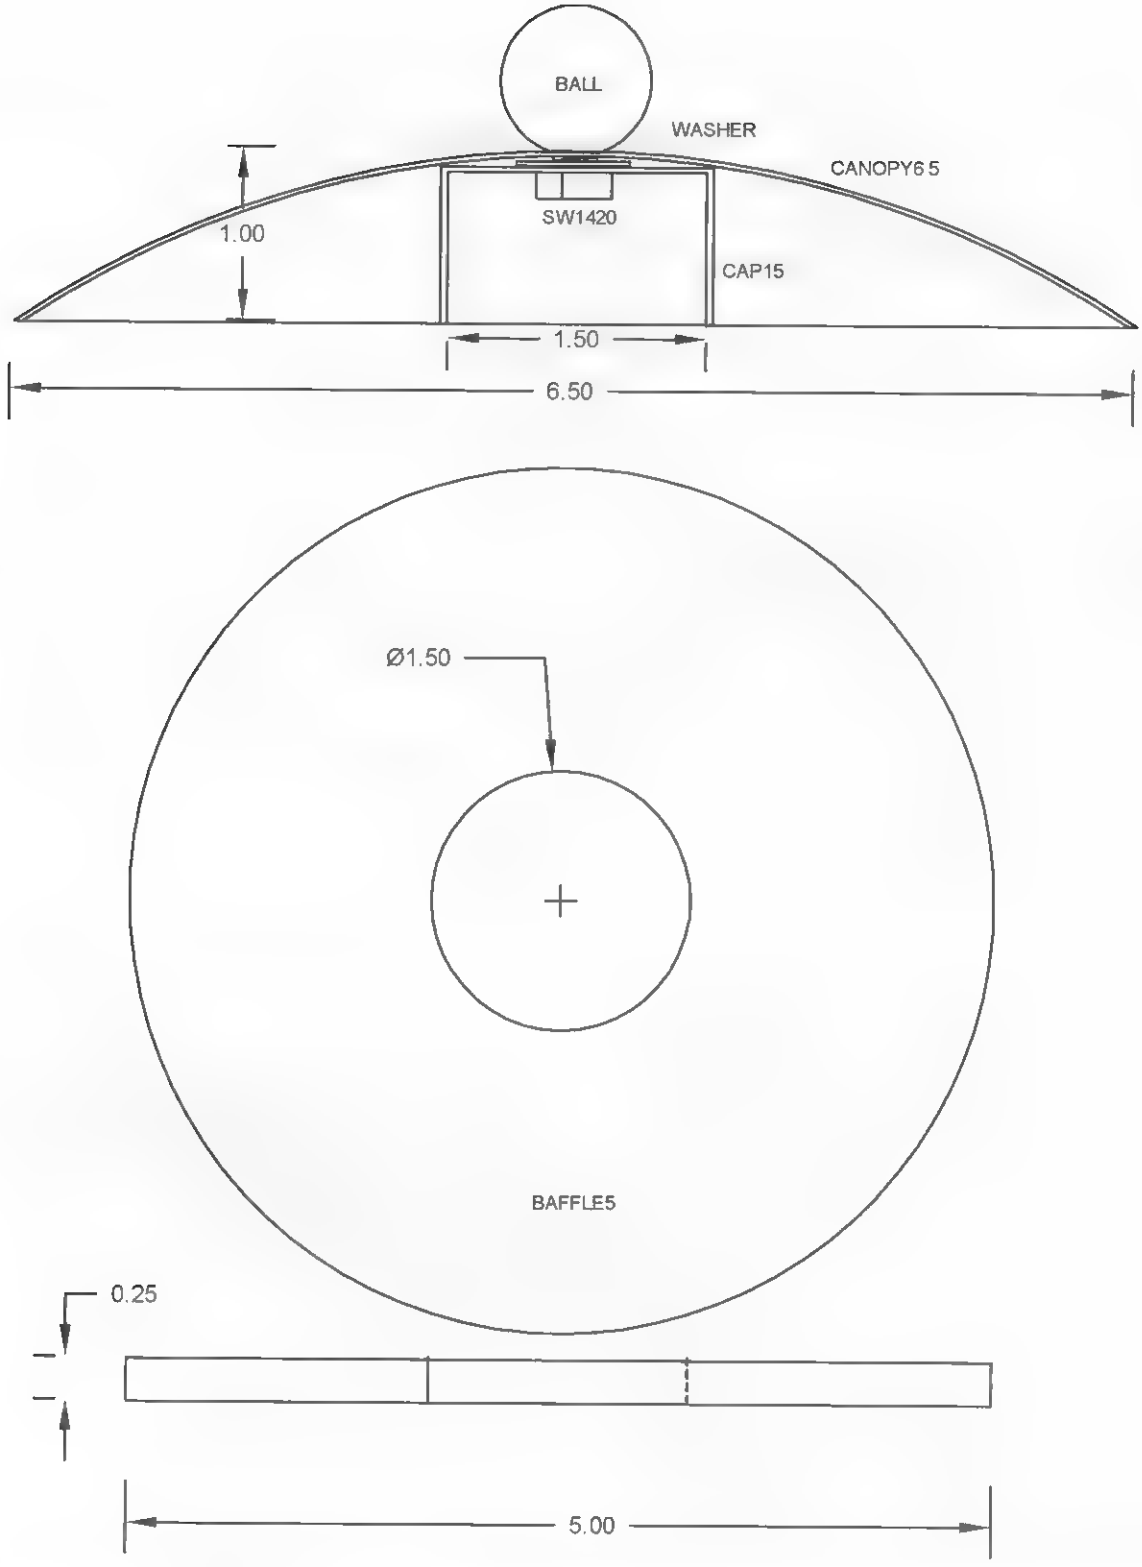

Figure 40-5 *Canopy and baffle design*
7. Obtain a top canopy (CANOPY7). The one shown was selected to mate with the plastic baffle (BAFFLE5) as shown in Figure 40-5. These parts are intended for aesthetics only and may be any combination that appears pleasing to the builder. A good source is a
SW1420X1	¼-20 × 1-inch hex bolt for attaching the ball (see Figure 40-5)